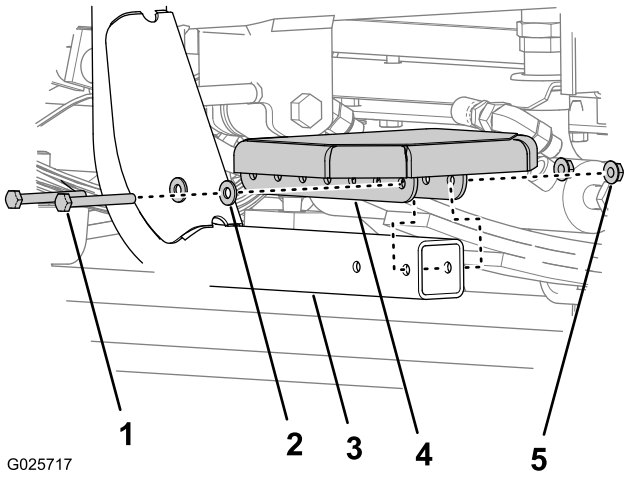

Figure 3
1. Alignez les 2 trous du marchepied sur les 2 trous au bout du support de marchepied (Figure 3).
2. Fixez le marchepied au support au moyen de 2 boulons à tête hexagonale (1/4 x 2-1/4 po), 2 écrous à embase et 2 rondelles (Figure 3).